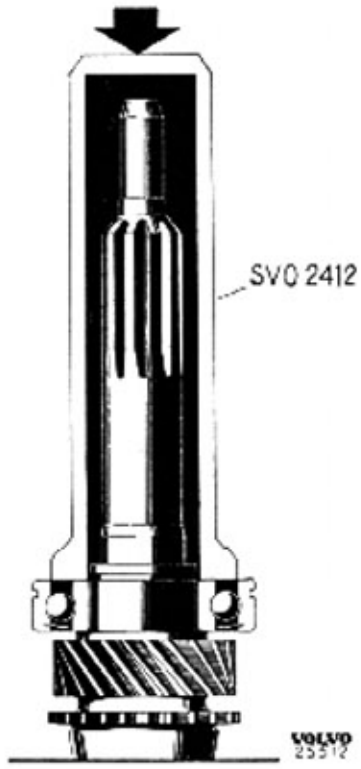

Bild 43-9. Montering av kullager på ingående axel
4. Pressa lagret på ingående axeln med hjälp av dorn SVO 2412, se bild 43-9. Välj ut en låsring av rätt tjocklek och montera den. Placera de 14 lagerrullarna för huvudaxeln på sin plats i ingående axeln. Använd fett så att rullarna blir sittande på sin plats. Pressa ingående axeln på sin plats i huset. Pressa tätningsringen i locket med dorn